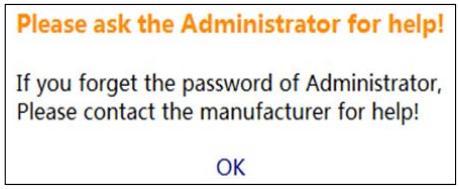

Fig. 51 —"Forget?" Password Prompt
- If you forget your login password, click "Forget?" See Figure 51. The following prompt will be displayed: